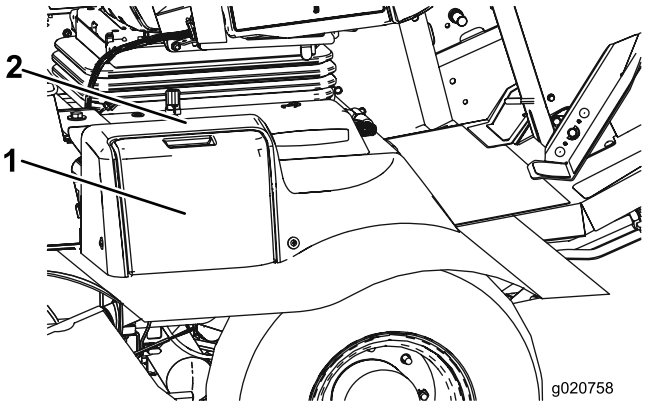

Bild 51
1. Öffnen Sie die Batterieabdeckung an der Seite der Abdeckung (Bild 51).
Hinweis: Üben Sie Druck auf die flache Oberfläche über der Batterieabdeckung aus, um das Entfernen der Abdeckung zu erleichtern (Bild 51).